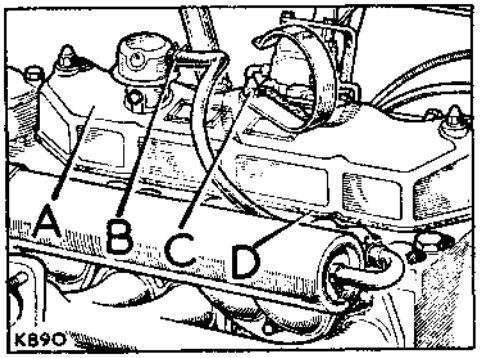

**Fig. A2-54. Engine top cover**
4. Refit the engine top cover, Fig. A2-54 refers.